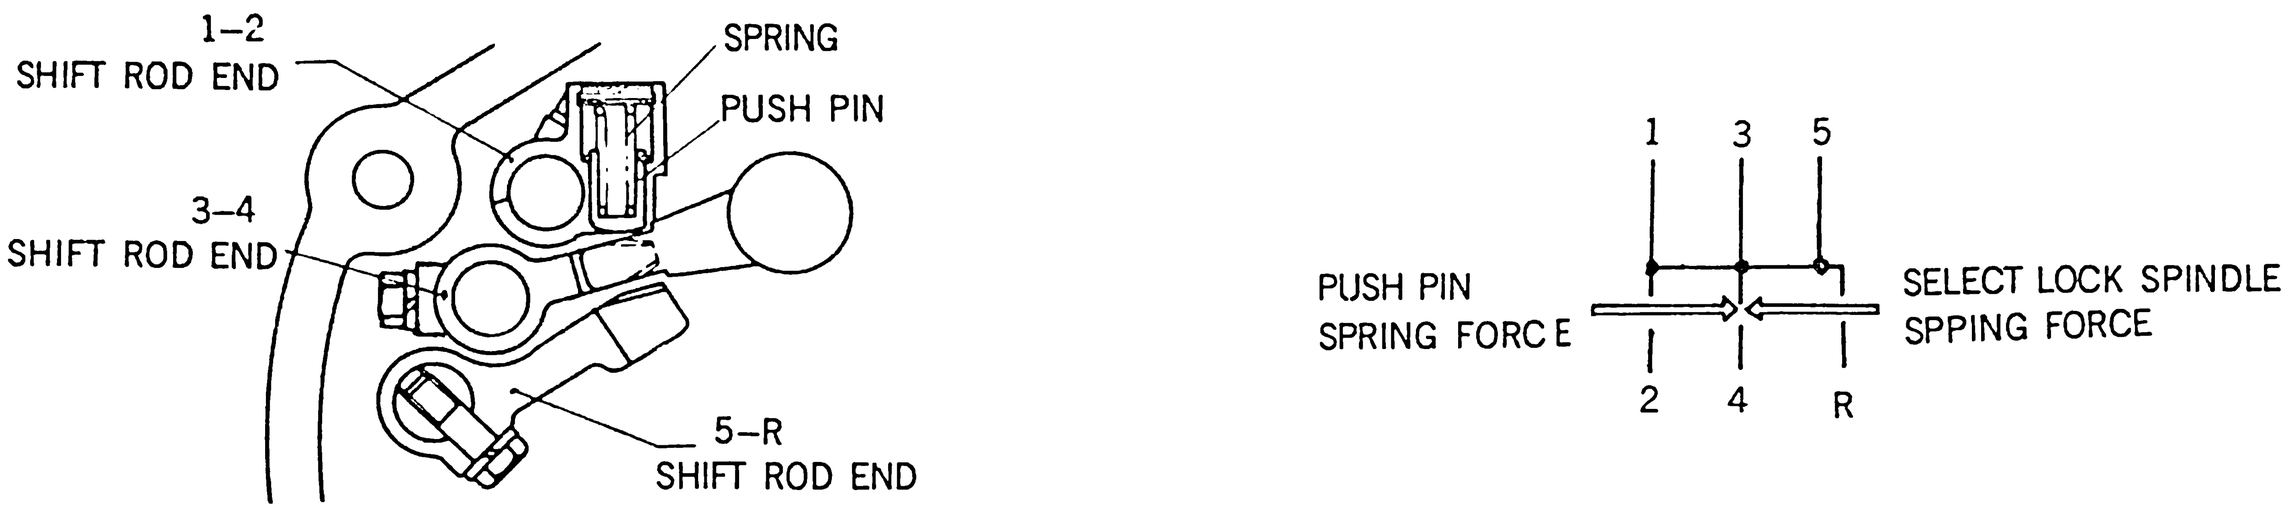

Fig. 5-10 Push pin
- To retain the shift lever in neutral position as shown in Fig. 5-10, a push pin has been newly equipped on 1st–2nd shift fork rod end.